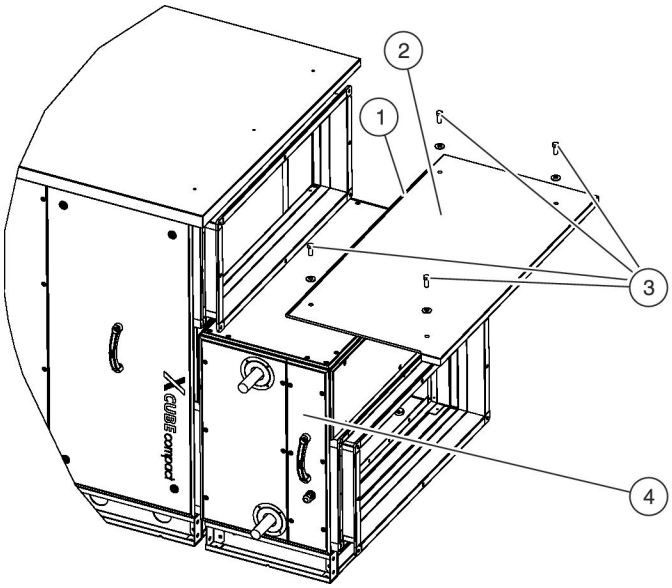

Abb. 25: Daches
1. Dichtung (Abb. 25 /1) zwischen dem Dach (Abb. 25 /2) und dem Zubehörmodul (Abb. 25 /4) anbringen.
2. Dach (Abb. 25 /1) des Zubehörmoduls (Abb. 25 /4) mit Hilfe der vier Schrauben (Abb. 25 /3) auf das Dach des Zubehörmoduls (Abb. 25 /4) schrauben.